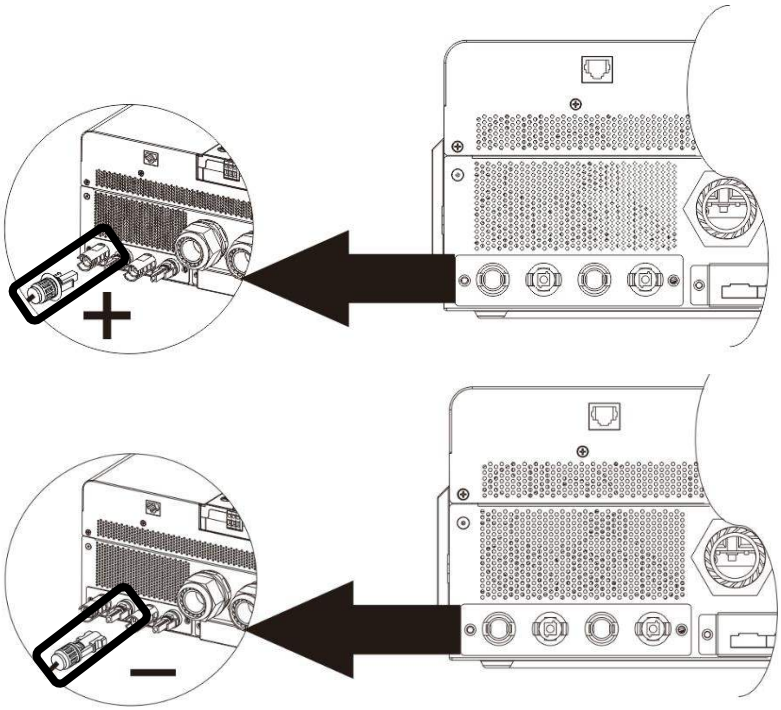

Fig. 9.1: Conexión FV, entrada FV2 (FV2) mostrada como ejemplo (PSW-H-5KW-120/48V, PSW-H-6.5KW-120/48V y PSW-H-8KW-230/48V)
2. PSW-H-5KW-120/48V, PSW-H-6.5KW-120/48V y PSW-H-8KW-230/48V: utilice una herramienta de engaste MC4 para engarzar los conectores MC4 incluidos en el campo fotovoltaico (consulte **Fig. 9.1**, arriba) si la matriz aún no tiene conectores MC4 compatibles. Utilice solo los conectores MC4 incluidos si el cable fotovoltaico tiene la sección transversal descrita en la primera tabla de este capítulo. Vuelva a comprobar la polaridad. Luego inserte los conectores MC4 terminados en los conectores FV1 y FV2 (FV1 y FV2) del inversor, positivo (+) a la izquierda y negativo (-) a la derecha (ver **Fig. 9.1**, abajo).